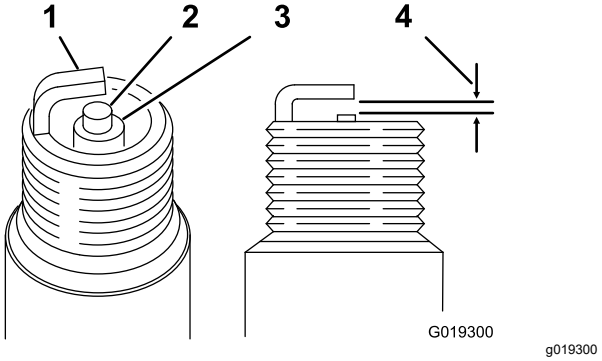

Figur 33
Luftgap: 0,70 till 0,80 mm. Se Figur 33.
4. Ställ in luftgapet på 0,70–0,80 mm (enligt Figur 33).